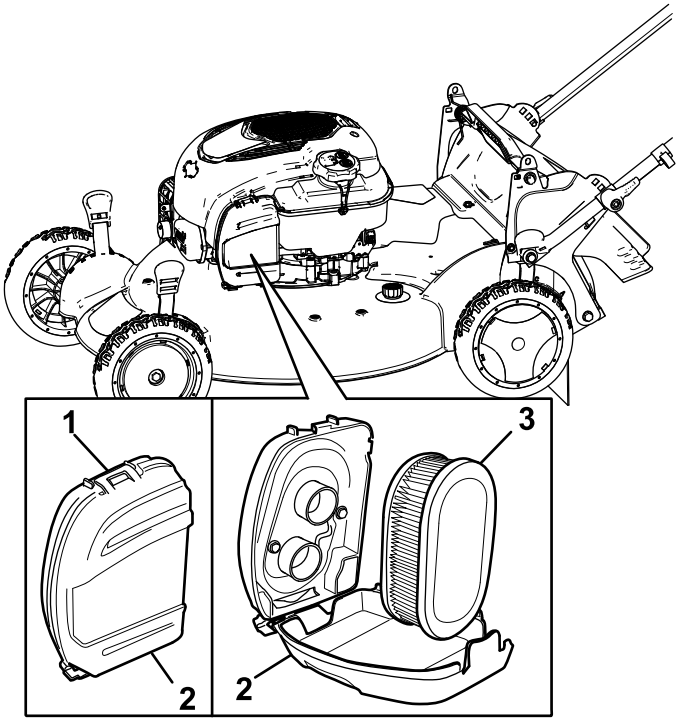

Figuur 27
1. Maak de sluiting bovenaan het luchtfilterdeksel los (Figuur 27).
2. Verwijder het luchtfilter (Figuur 27).